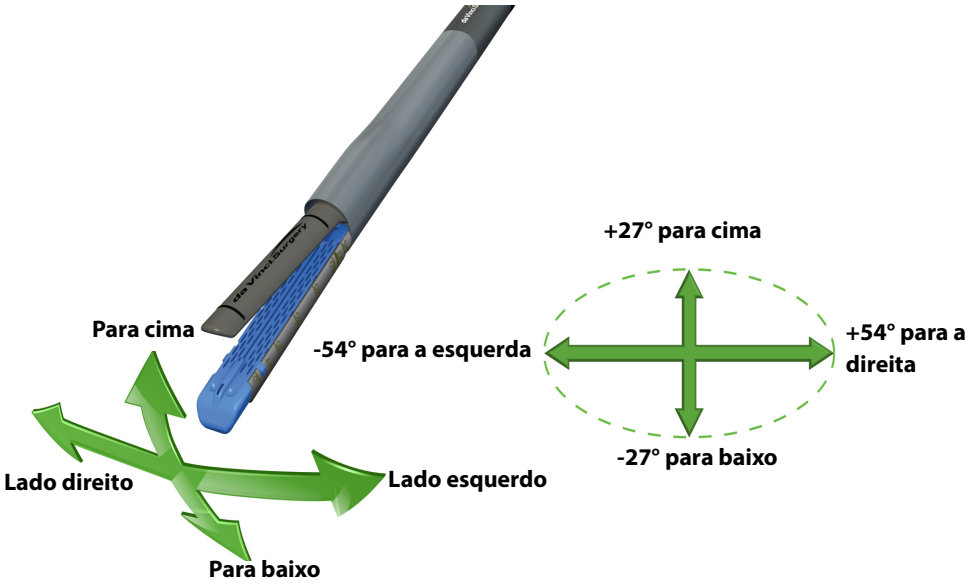
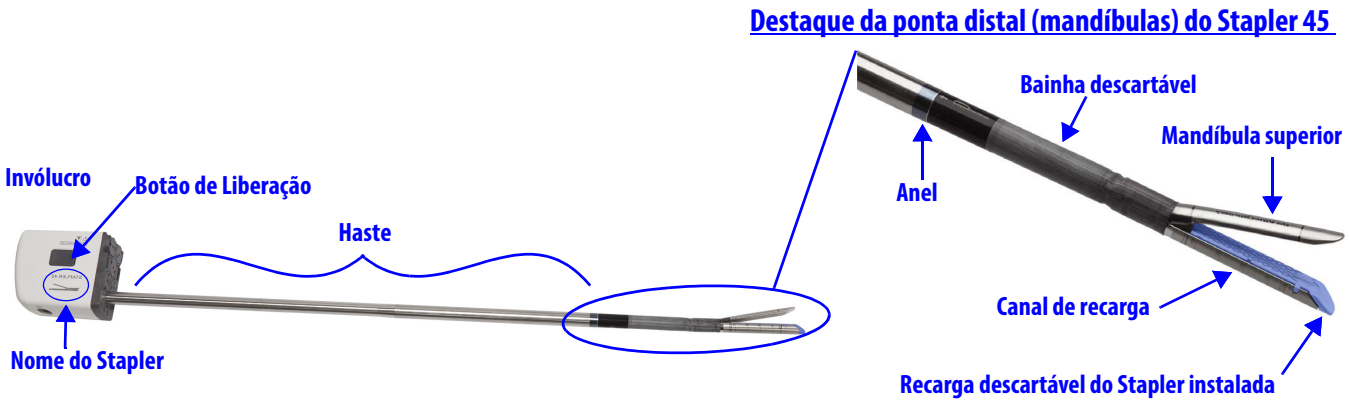

*Figura 1.1 Amplitude de movimentação do Stapler*
*Figura 1.2 Stapler*
**CUIDADO: o Stapler apresenta punho totalmente articulado com a mandíbula, rotação total, e amplitude de movimentação extensiva para cima e para baixo e da esquerda para a direita (Figura 1.1). O cone de articulação é diferente dos instrumentos EndoWrist existentes e os usuários que forem usá-lo pela primeira vez devem se familiarizar com as longas mandíbulas do Stapler e com as características de movimentação total antes do uso clínico para evitar lesões no tecido.**
O Stapler inclui as mandíbulas (mandíbula superior e canal de recarga), haste e invólucro do instrumento (Figura 1.2). As funções do Stapler são iniciadas pelos controles manuais (principais) e pelo par de pedais associados no Console do Cirurgião. O Stapler apresenta punho totalmente articulado com a mandíbula, rotação total, e amplitude de movimentação extensiva para cima e para baixo e da esquerda para a direita (Figura 1.1) usados para posicionar as mandíbulas no tecido-alvo. Além disso, o recurso de compressão, que é o mesmo movimento da mandíbula, proporciona maior compressão do tecido antes do disparo do grampo. A função Disparar ativa simultaneamente o grampeamento e o corte do tecido com uma lâmina. O canal de recarga segura a recarga do Stapler, e a mandíbula superior oferece o recurso de formar o grampo para capturar o tecido.